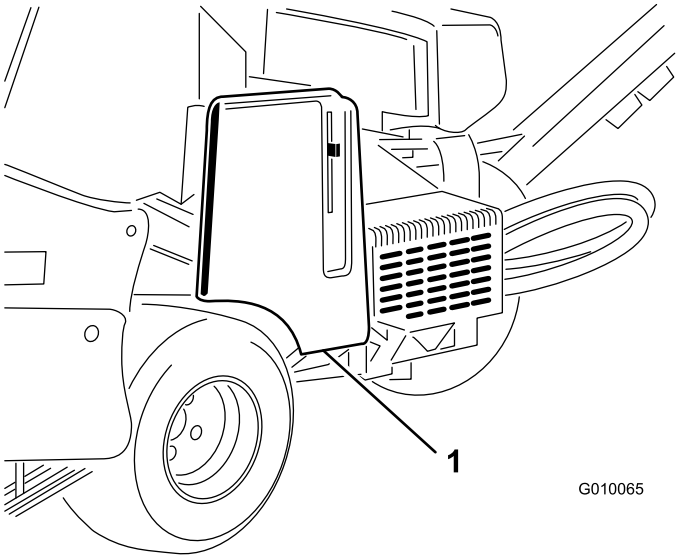

Figur 55
1. Lossa och ta bort remkåpan (Figur 55).